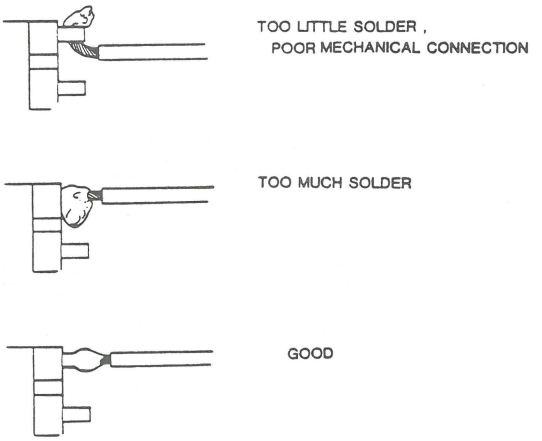

FIGURE 7
c) Check your solder joints. (See Figure 7 for examples of good and bad solder joints.)